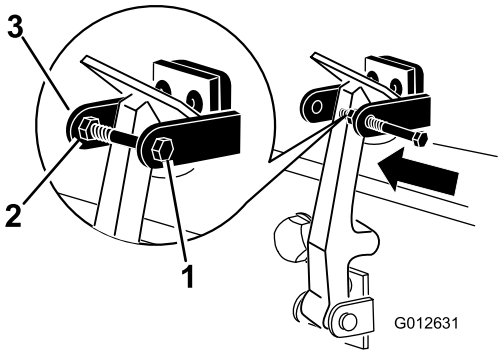

Figuur 10
7. Schroef de bout in de andere arm van de vergrendelbeugel om de sluiting te vergrendelen (Figuur 10).